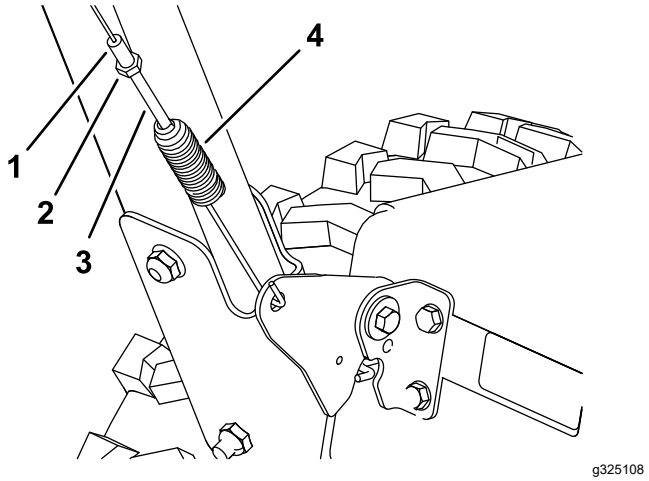
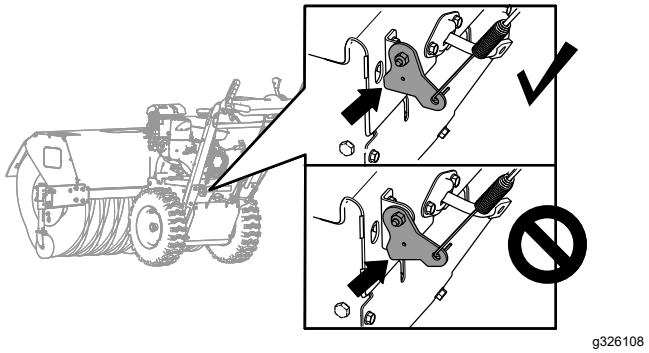

Figur 34
Figur 35
1. Løsn kontramøtrikken (Figur 34).
2. Roter fjederspændingsjustering, indtil kablet er spændt (Figur 34), og den nederste del af beslaget berører maskinens topplade (Figur 35).
3. Spænd kontramøtrikken (Figur 34).